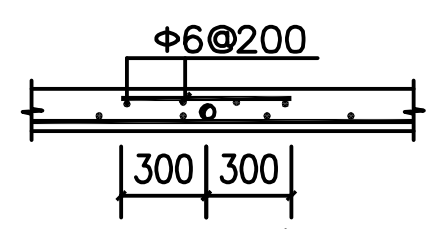

图1 预埋管加筋
10. 板内预埋管须敷设在板内上下两层钢筋网之间，当埋管处无板面筋时，则需沿管长方向加⌀6@200钢筋，孔洞直径不应大于板厚的1/3，见图1
基础布置平面图 1:50
柱定位平面图 1:50